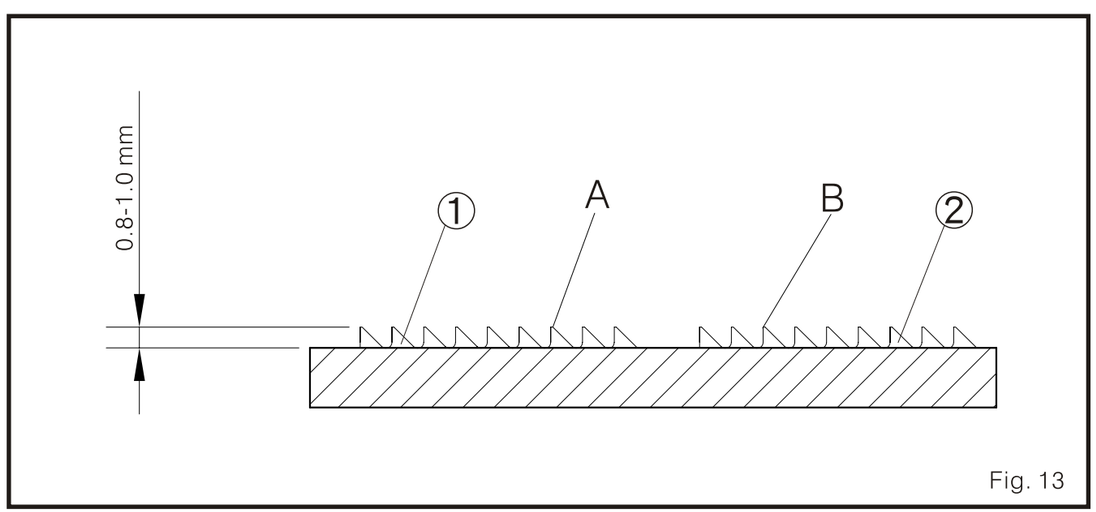

Fig. 13
1. Cuando el transportador dentado se encuentre en el posición mas alto. La superficie de los dientes del transportador dentado deben ser paralelos a la superficie de la placa aguja. En este momento, la altura del transportador dentado principal 1 es igual a la altura del transportador dentado diferencial 2. Como también la superficie de la palca aguja deben estar de 0.8-1.0 mm por encima de la superficie de la placa aguja. (Fig. 13)